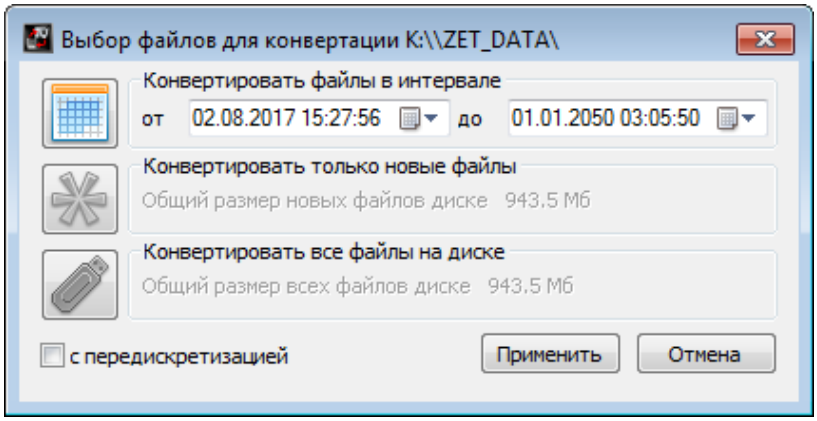

Рис. 3.2 Программа конвертации файлов
3. На компьютере автоматически запустится программа «Выбор файлов для конвертации с диска». Данная программа предназначена для копирования и конвертации файлов с внутренней памяти регистратора на компьютер в формате ПО «ZETTrends» (Рис. 3.2).